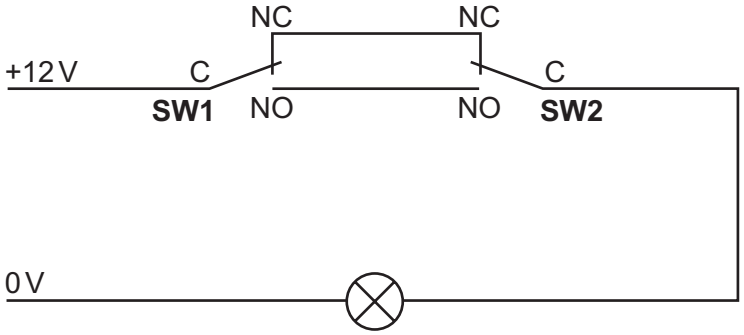

**Fig. 12.6**
**(e)** Fig. 12.6 shows a circuit to allow either one of two switches to control a single lamp. Each time a switch is operated the state of the lamp will change.